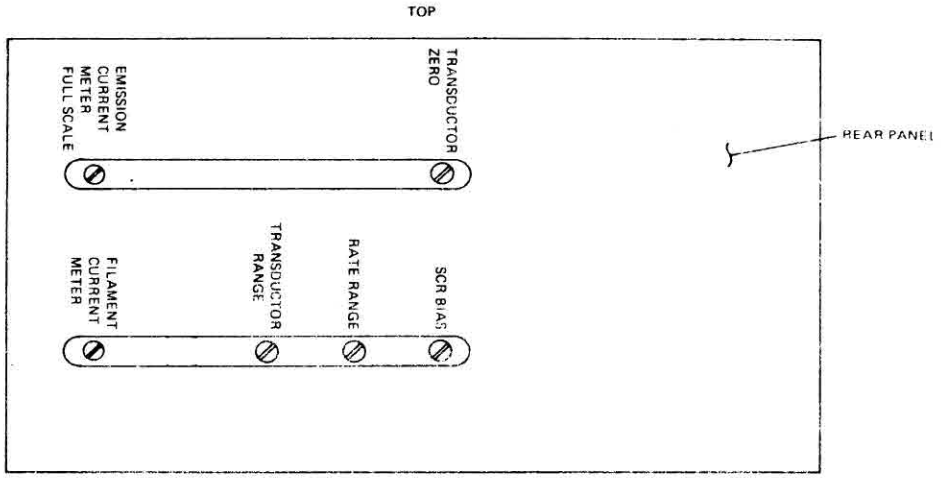

Figure 3-7. Electron gun control service adjustment location
a) SILICON CONTROLLER RECTIFIER BIAS control: A ten-turn trimmer potentiometer that is accessible through the lower access port on the back of the electron gun control unit. It is located closest to the center of the electron gun control unit (figure 3.7) and sets the minimum filament current.